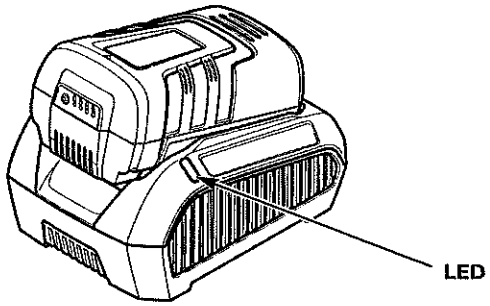

Fig. 4
1. Plug the battery charger into an appropriate power outlet. The LED should turn red (constant) (Fig. 4). If it does not: